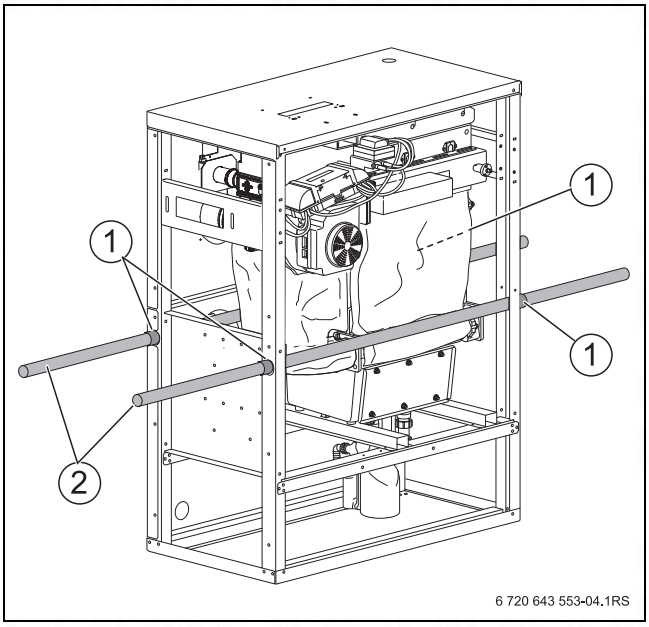

Fig. 5 Transporting the boiler using pipes
- ▶ Secure the pipes against slipping at the points [1] shown in Fig. 5, e.g with adhesive tape.